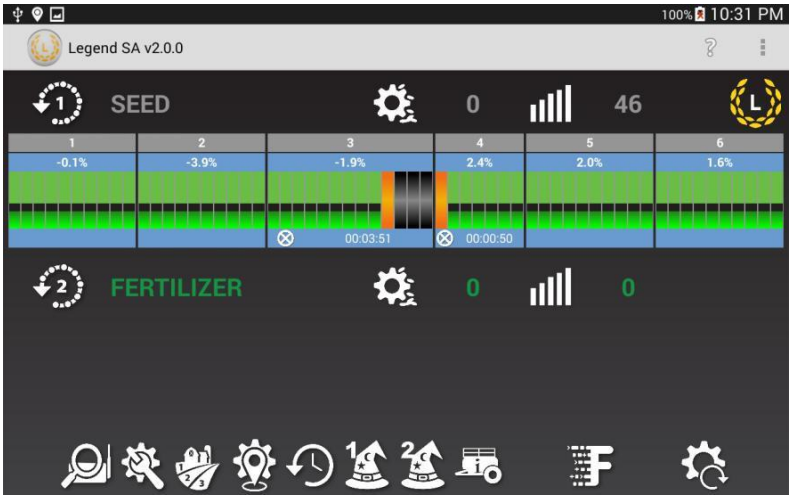

Figure 6.2
1. Figure 6.2 shows a situation where there are multiple cables disconnected. The 3 sensors in between the orange bars are not receiving power at all and show up as black. Tap on the orange bar to enter the section view screen then find the serial number of the last sensor green sensor. Start examining wiring connections at this sensor.